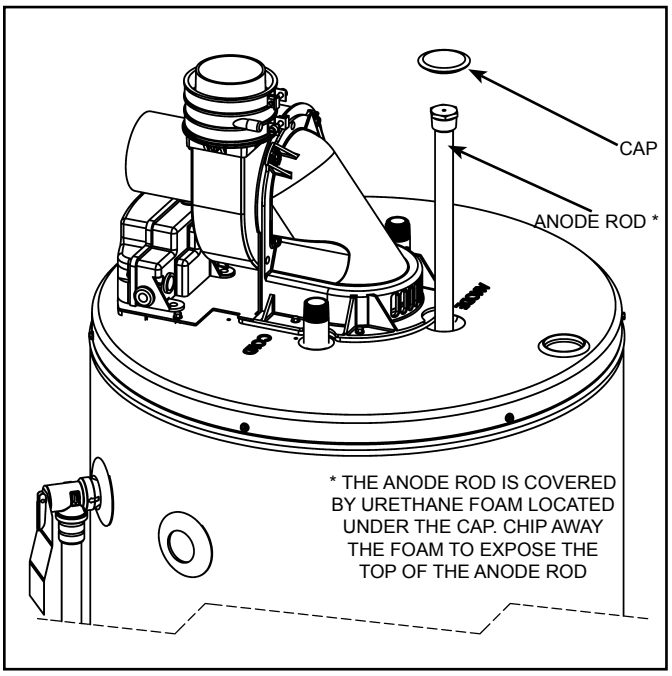

Figure 53.
6. Remove the anode cap on top of the heater and remove just enough insulation so you can access to the anode head (see Figure 53). Keep the anode cap in a safe place for reinstallation later.
7. Remove the anode rod by using a ratchet and a 1-1/16” socket turning counter-clockwise (see Figure 53).